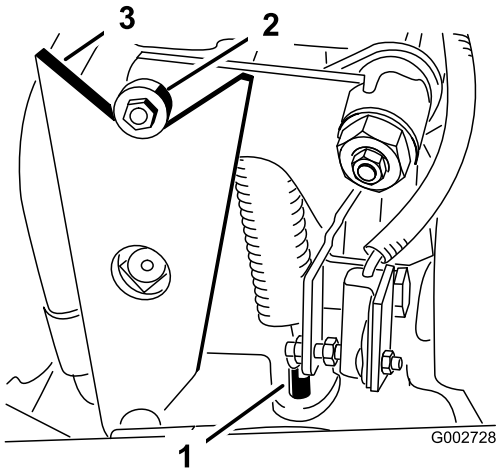

**Figuur 42**
- Als de wielen in de goede richting draaien, moet u de motor afzetten en de borgmoer van de veerstelpen aandraaien (Figuur 42). Stel de neutraalstand van de tractie af; zie Tractieaandrijving afstellen voor de neutraalstand.